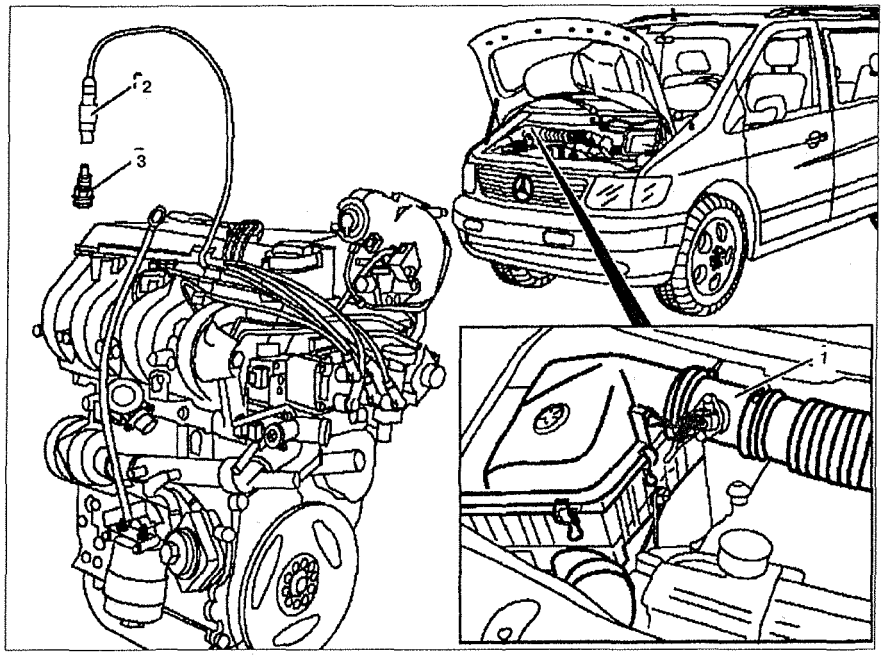

Рис. 1.19. Замена свечей зажигания на двигателе 104.900:
9. Снимите массовый датчик расхода воздуха **1** (см.рис.1.19).